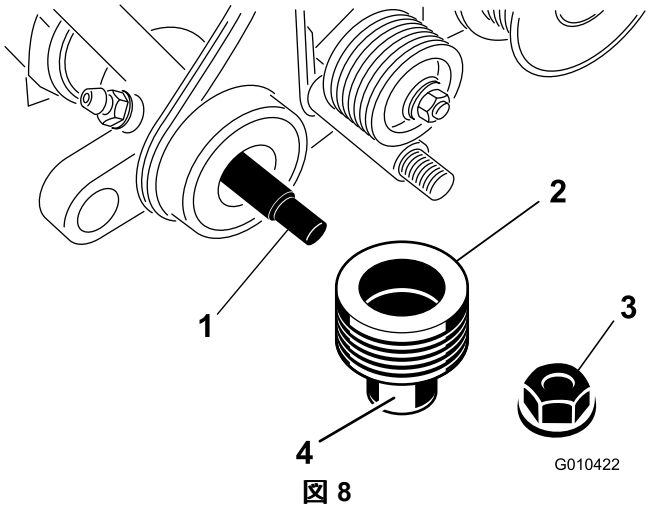

図 8
3. 受動プーリのシールの外面に 図 8のようにグリスを塗る。
4. グルーマシャフトにプーリを取り付ける図 8。
5. 図 8のように、ロックナット3/8 インチを使ってプーリをシャフトに固定する。